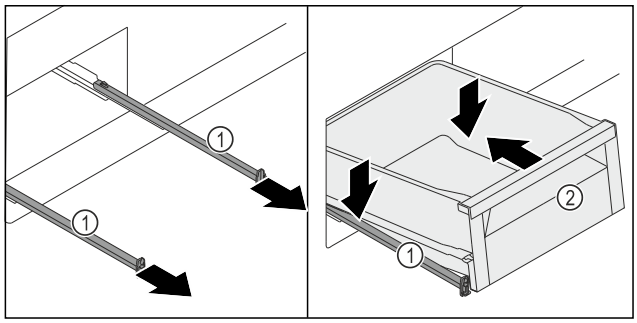

Fig. 138
- ▶ Kolejničky *Fig. 138 (1)* vysuňte.
- ▶ Kolejničky *Fig. 138 (1)* pevně držte a zásuvku *Fig. 138 (2)* nasaďte šikmo shora na kolejničky *Fig. 138 (1)*.
- ▶ Zásuvku *Fig. 138 (2)* na kolejničkách *Fig. 138 (1)* zasuňte až na doraz směrem dozadu.